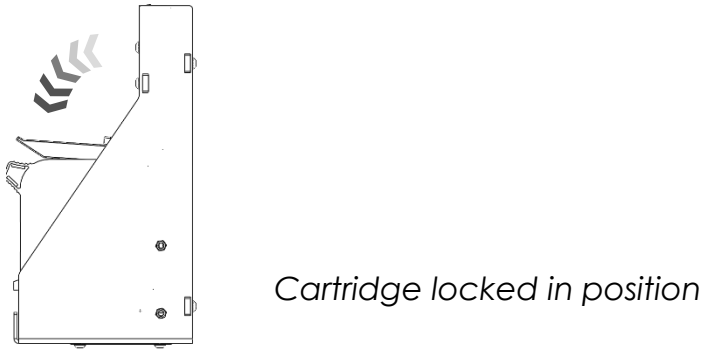

Figure 20
- Close the latch and lock the cartridge in place as shown in Figure 20.